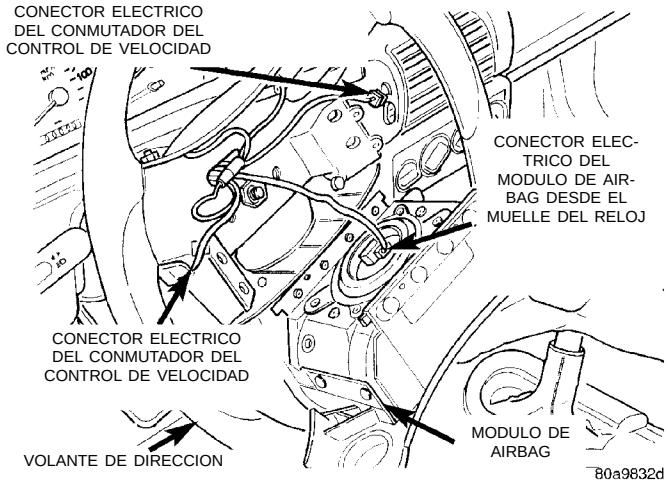

Fig. 10 Conexión eléctrica del módulo del Airbag
(7) Retire el módulo Airbag del centro del volante de dirección. Después desconecte el conector del cable eléctrico del muelle de reloj de la parte posterior del módulo Airbag (Fig. 10).
(16) Instale el cable eléctrico de Airbag proveniente del muelle de reloj en el conector situado en la parte trasera del módulo del Airbag (Fig. 10). **Asegúrese de que el conector proveniente del muelle**